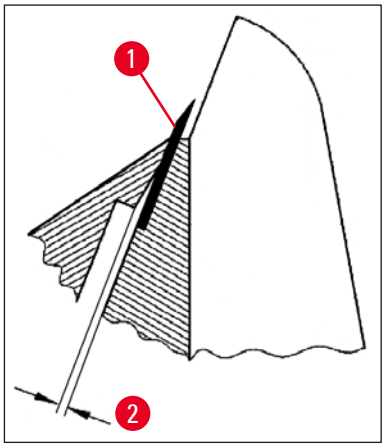

**Abb. 37**
- Andruckplatte (→ Abb. 36-4) mit der Schraube (→ Abb. 36-2) so justieren, dass lediglich die Oberkante der Andruckplatte Druck auf die Klinge ausübt. Es muss ein Spalt erkennbar sein (→ Abb. 37). Zum Justieren ist ein kleiner Schraubendreher (ca. 3.0 x 70) erforderlich.